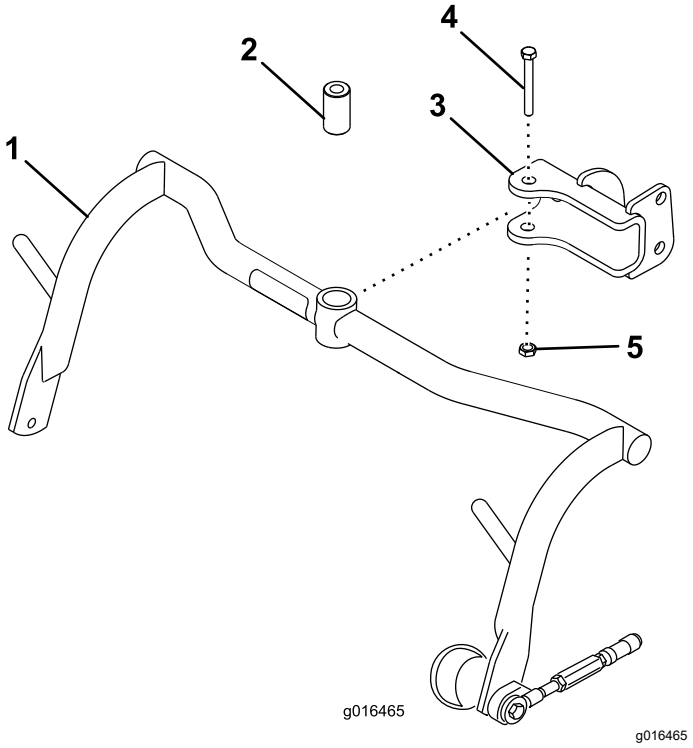

Figur 5
1. Monter en bærerammeenhed på hver gaffelbolt med en afstandsbøsning, bolt (½" x 3¼") og låsemøtrik (½"). Se Figur 5. Tilspænd til et moment på 91 til 113 N·m.